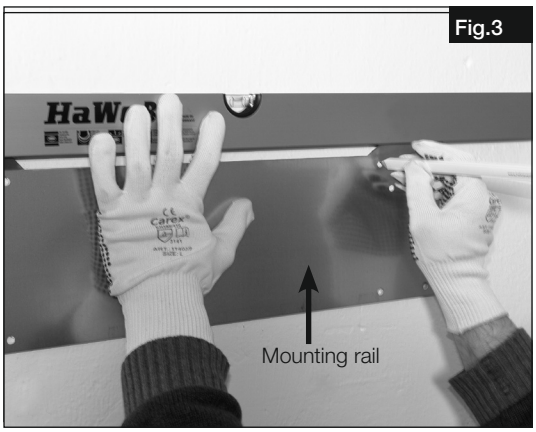

Fig.3
1. Mount the pre-assembled mounting rails horizontally to the wall (Fig.3/4).